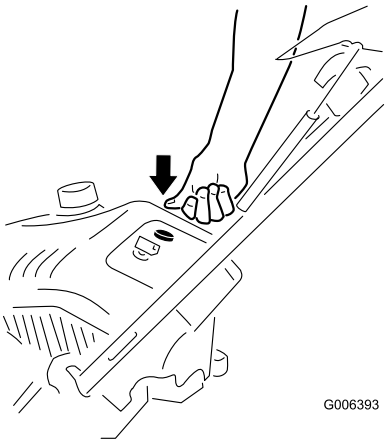
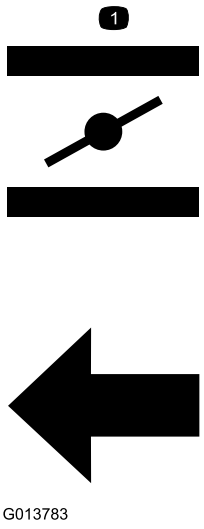

Figur 15
Figur 16
3. Tryk spædepumpen godt ind med tommelfingeren 3 gange (-18° C eller derover) eller 6 gange (mindre end -18° C), idet du hver gang trykker et sekund, før du slipper (Figur 15 og Figur 16).